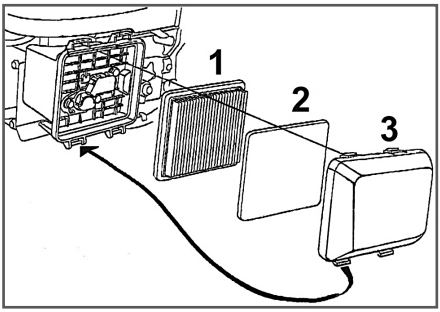

Рис.16 Конструкция воздушного фильтра
1. Нажмите на фиксаторы и снимите крышку воздушного фильтра (Рис. 16 п. 3).
2. Извлеките из крышки воздушного фильтра предварительный вфильтрующий элемент (Рис. 16 п. 2).
3. Извлеките основной фильтрующий элемент (Рис. 16 п. 1).
Основной (бумажный) вфильтрующий элемент (Рис. 16 п. 1) не подлежит очистке, необходима его замена. Эксплуатация двигателя с грязными или поврежденными фильтрующими элементами или без фильтрующих элементов приведет к попаданию грязи и пыли в карбюратор и двигатель, что в свою очередь, станет причиной его быстрого износа. Двигатель в этом случае не подлежит ремонту по гарантии.